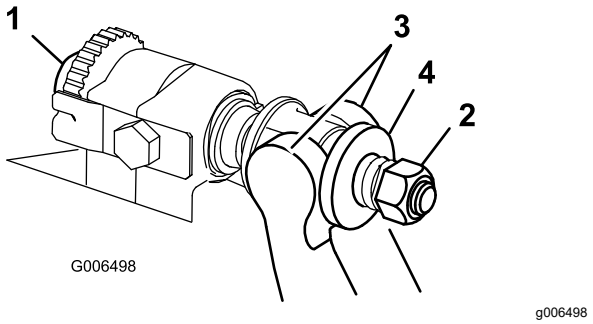

Figuur 29
1. Draai de stelschroeven van de snijbalk linksom om het ondermes weg te trekken van de messenkooi (Figuur 29).
2. Draai de veerspanningsmoer uit totdat de ring niet meer tegen de snijbalk is geklemd (Figuur 29).